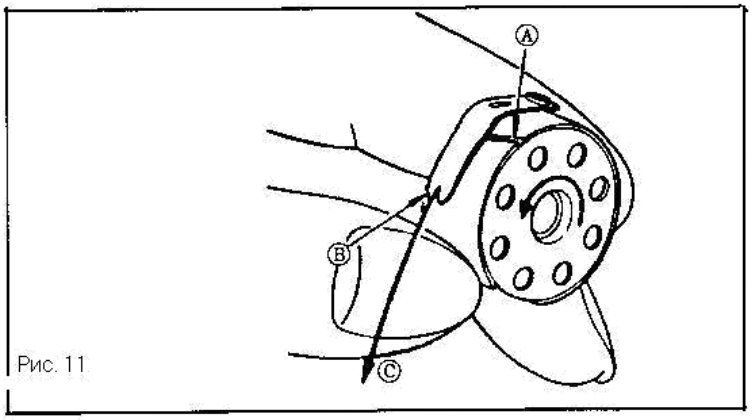

Рис. 11
5. КАК ВСТАВИТЬ ШПУЛЬКУ В ШПУЛЬНЫЙ КОЛПАЧЕК (Рис. 11).